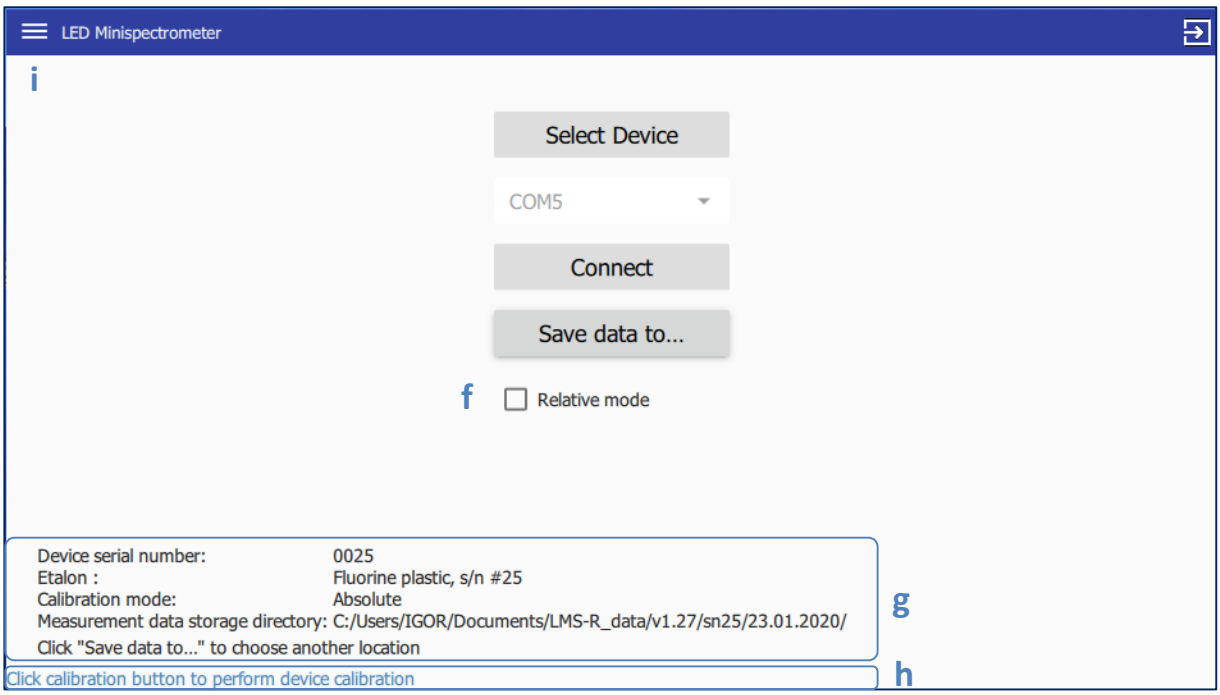

Рис.3. Выбор режима измерений (абсолютный или относительный).
3.6 *По умолчанию используется абсолютный режим измерения.* При необходимости для установки режима относительных измерений отметьте чекбокс “Relative mode” (рис.3, f).
Основные настройки выполнены. Информация о настройках будет отображена в окне “Settings” (рис.3, g):
В строке сообщений внизу экрана (рис.3, h) будут выводится сообщения о действиях программы или подсказки для дальнейших действий пользователя.
4. Нажмите на кнопку меню в левом верхнем углу программы (рис.3, i). В раскрывшемся списке Вы увидите следующие опции: